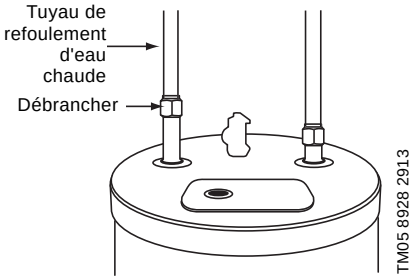

Fig. 1 Débrancher le tuyau de refoulement d'eau chaude du chauffe-eau.
3. Débrancher le tuyau d'eau chaude de la sortie d'eau chaude du chauffe-eau. Voir fig. 1.